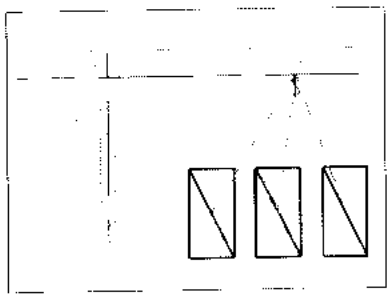

Рис. 41.8. *Управление освещением*
5. На ленте в разделе **System Tools** (Инструменты системы) нажать **Select Switch** (Указать переключатель) и указать переключатель в области чертежа. Переключатель будет связан красными пунктирными линиями с выбранными в пункте 3 осветительными приборами (рис. 41.8).